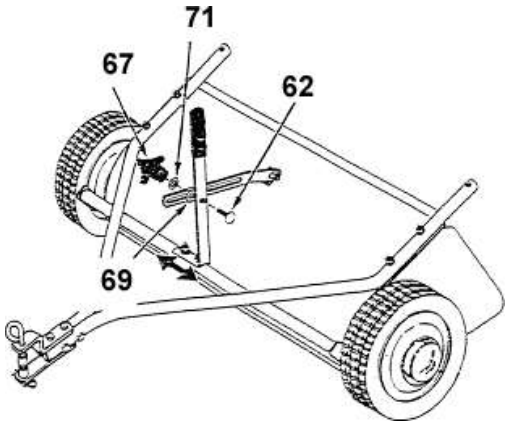

Abbildung 8.1
- Schieben Sie von außen die Schraube (2) durch den Höhenverstellhebel (G) und schieben anschließend die Flachscheibe ∅8 auf das Gewinde der Schraube.
- Schieben Sie nun das Höhenverstellblech (F) und die Zahnscheibe (71) auf die Schraube (62).
- Drehen Sie die Flügelmutter (67) auf die Schraube (62) (siehe Abbildung 8.1).